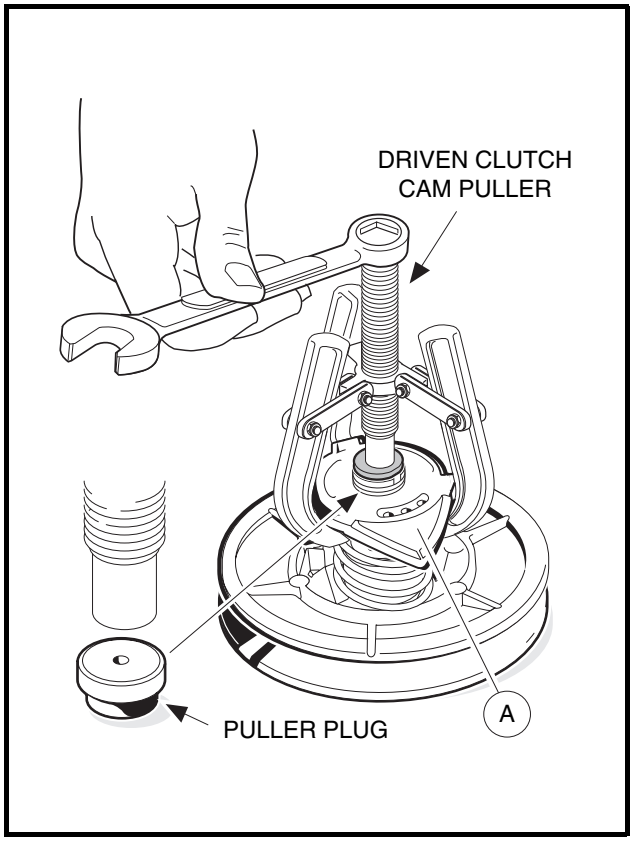
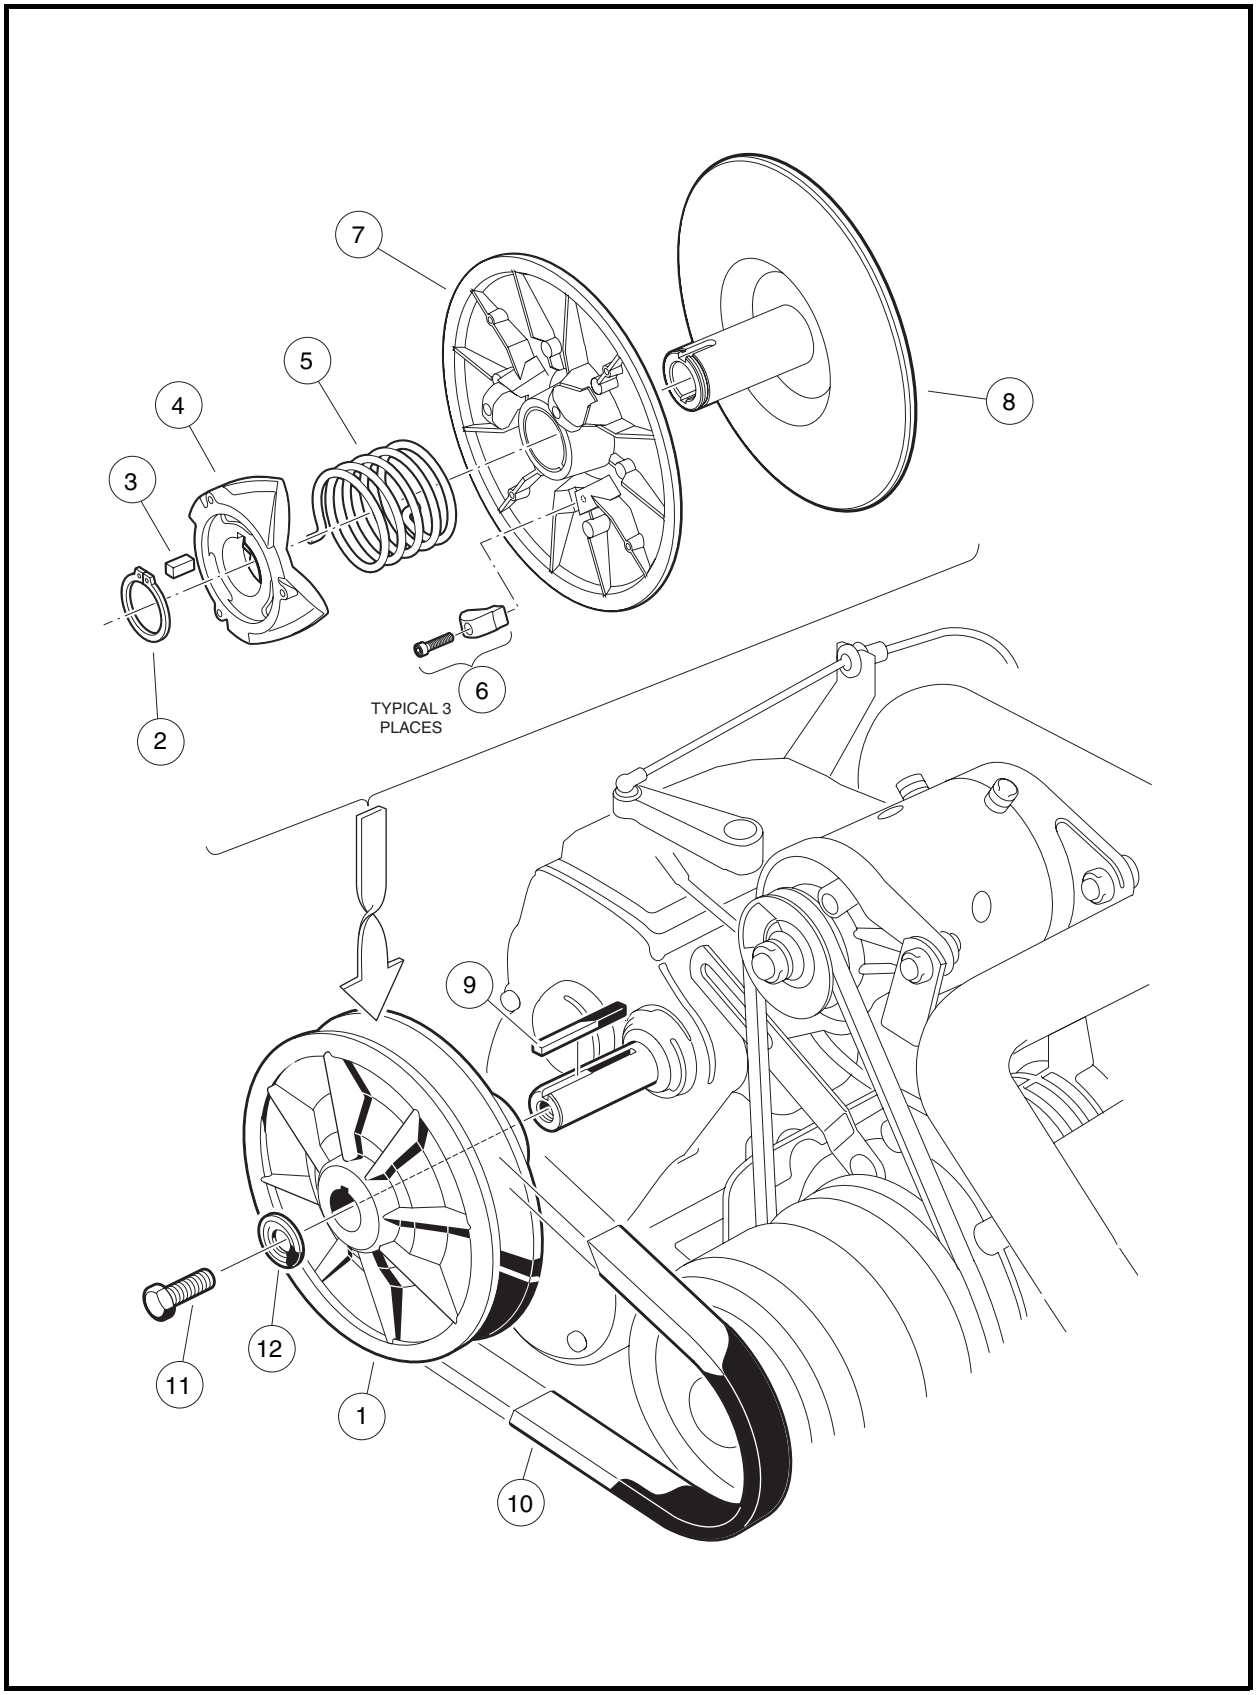

Figure 17-17 Driven Clutch Disassembly
Figure 17-18 Driven Clutch Assembly
2. Remove the bolt (11) and mounting washer (12) from the clutch shaft **(Figure 17-18, Page 17-14)**.
4. Leave the key (9) in the keyway.
2. Insert a puller plug (CCI P/N 1014507) **(Figure 17-17, Page 17-13)** into the shaft bore and use a driven clutch cam puller (CCI P/N 1014508) to remove the cam (4) from the fixed face shaft (8) **(Figure 17-18, Page 17-14)**.
3. Remove the spring (5) **(Figure 17-18, Page 17-14)**.
4. Retain the key (3).
5. Slide the moveable face (7) off the fixed face shaft (8).
1. Inspect the cam (4) for excessive wear. Replace it if necessary **(Figure 17-18, Page 17-14)**.
2. Inspect the drive buttons (6) for excessive wear. Replace if necessary. To remove the drive buttons, remove the socket-head cap screws and then the buttons.
1. Place the three drive buttons (6) in position. Apply one drop of Loctite® 222 to each of the socket-head cap screws and then install and tighten them to 8 in-lb (0.9 N·m) **(Figure 17-18, Page 17-14)**.
2. Slide the moveable face assembly (7) onto the fixed face shaft (8).
3. Place the end of the spring (5) into the hole in the moveable face assembly.
4. Install the key (3) into the keyway of the fixed face assembly (8) shaft.
5.1.3. Install the retaining ring (2) **(Figure 17-18, Page 17-14)**. **See following NOTE**.
1. To install the driven clutch, reverse the removal procedure. Make sure that the washer (12) is mounted with the flat portion of the washer against the driven clutch **(Figure 17-18, Page 17-14)**. Secure with a new bolt (11). **See following NOTE.**